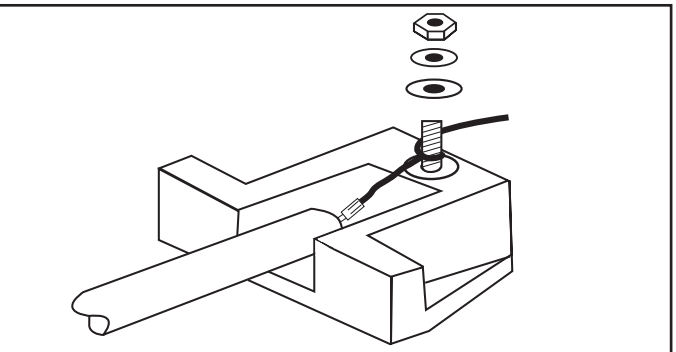

Figura 7
1. Extraer la cubierta del terminal a cada extremo del artefacto para obtener acceso a los bloques terminales. Aflojar la tuerca hexagonal no. 10 en el perno prisionero terminal. A continuación envolver la guía del elemento alrededor del terminal una vuelta completa según indicado en la Figura 7. Ajustar la tuerca, asegurándose que haya un poco de exceso en la guía después de fijar. Cortar y descartar el exceso de cable.